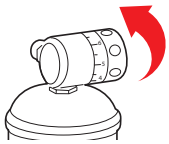

Fig. 6-14
25.4 - Ruotare la manopola di regolazione del riduttore di pressione portandola sul valore consigliato di 4.0 Bar (0,4 MPa) vedi Fig.6-14, in questa fase e in quelle successive **tenere la bombola verticale con la valvola rivolta verso l'alto**. Attendere circa un minuto per fare defluire la pressione all'interno dell'apparecchio e controllare che non vi siano perdite utilizzando un comune cercafughe spray a base di soluzione saponaria, nel caso si rilevassero delle piccole perdite di gas ruotare immediatamente la manopola di regolazione del riduttore di pressione sulla posizione OFF per chiudere il gas.